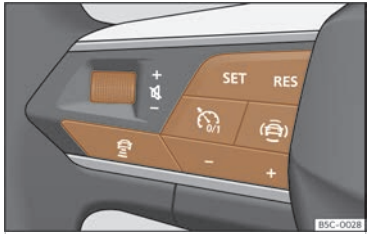

Fig. 131 Al volant multifunció: botons per fer servir l'ACC.
- Premeu la tecla del volant multifunció ››› fig. 131.
- Per començar la regulació premeu la tecla **SET** ››› fig. 131.
Per programar la velocitat, premeu els botons + o – ››› fig. 131 fins a la velocitat desitjada. L'ajust de la velocitat es realitza en intervals de 10 km/h (5 mph).
- Premeu la tecla i, a continuació, la tecla + o – ››› fig. 131.
- Premeu breument la tecla ››› fig. 131 o trepitgeu el pedal del fre.